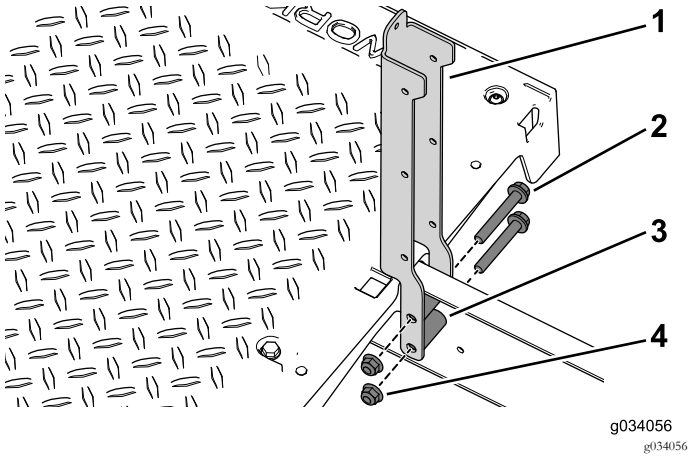

Figura 39
3. Utilizzate i 4 bulloni flangiati (3/8" x 2½"), i distanziali e i dadi flangiati per fissare i supporti del sedile sinistro e destro sulla macchina (Figura 39).